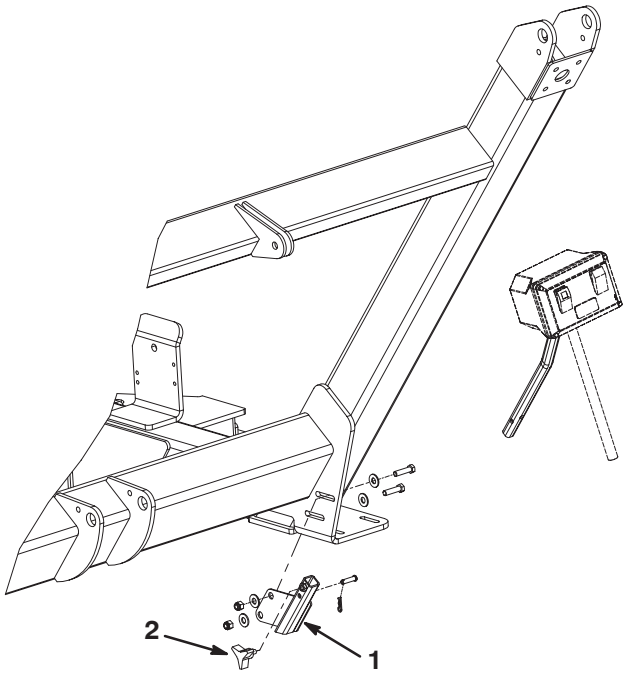

Bild 10
1. Befestigen Sie den Empfänger mit zwei (2) 3/8–16 x 1/2 Zoll Kopfschrauben, (4) Scheiben und (2) Muttern an der Rahmenhalterung der Kehrmaschine. Platzieren Sie die Bestandteile, wie in Bild 10 dargestellt.
2. Setzen Sie das Befestigungsrohr in den Empfänger ein und befestigen Sie es mit einem Lastösenbolzen und einem Splint (Bild 10).
3. Drehen Sie das Handrad in den Empfänger, um das Rohr festzuziehen (Bild 10).